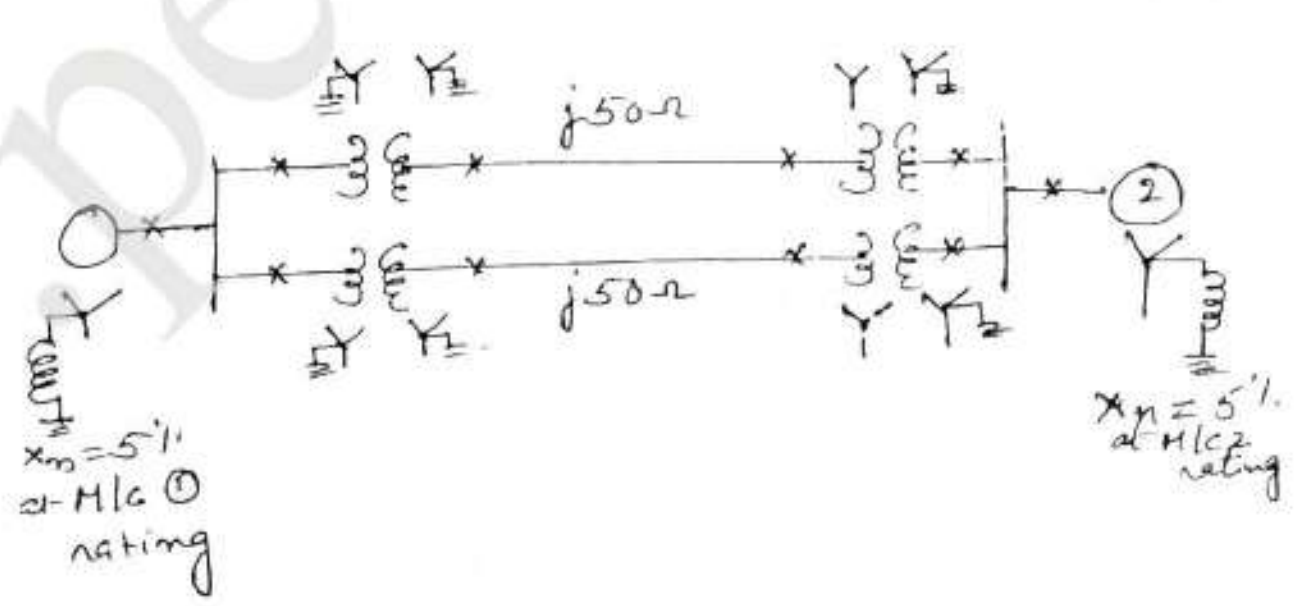

Fig. Q6 (b)
b. Draw the positive, negative and zero sequence networks for the power system shown in Fig Q6 (b).